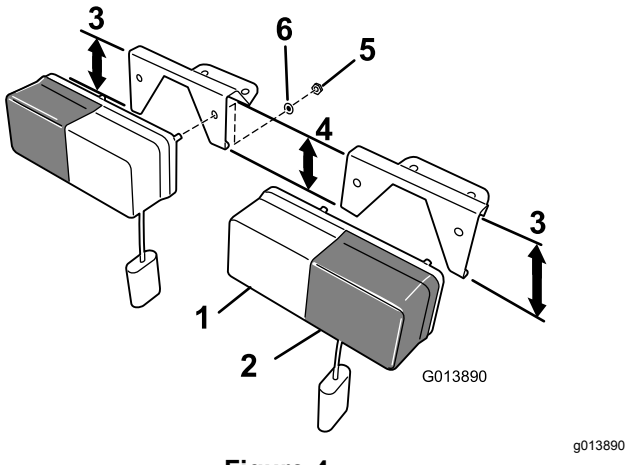

Figure 4
2. Secure the light to the bracket using the previously removed fasteners (Figure 4).
Note: Ensure that the clear lens (position light) is positioned to the inside and the amber lens (signal light) is positioned to the outside (Figure 4).
Note: The brackets are distinguishable by the angle of the face plate and a longer standing leg that faces outboard (Figure 4).